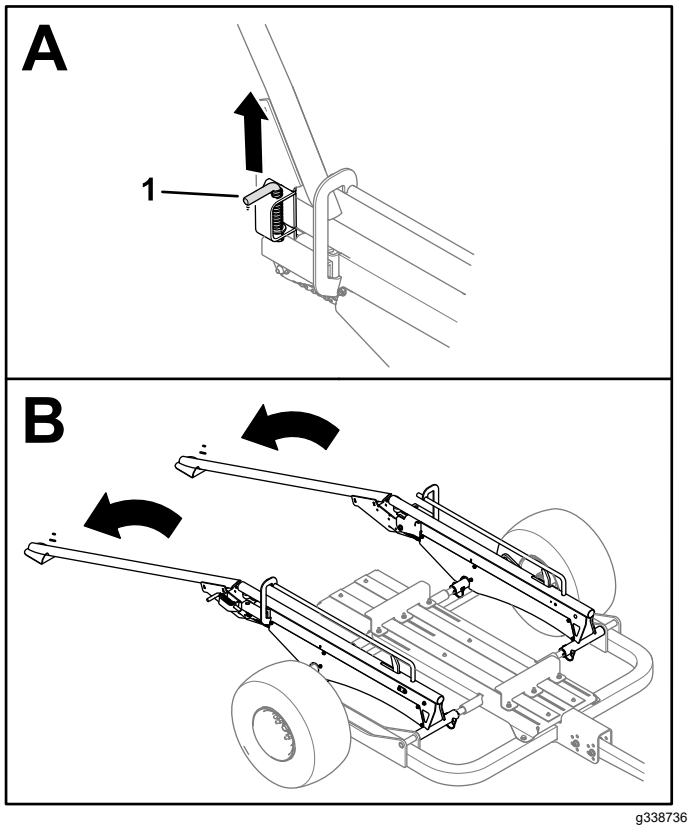

Rysunek 28
2. Pociągnij zasuwki sprężynowe po obu stronach przyczepy, aby zwolnić szyny lub najazdy i opuścić je na podłoże (Rysunek 28).